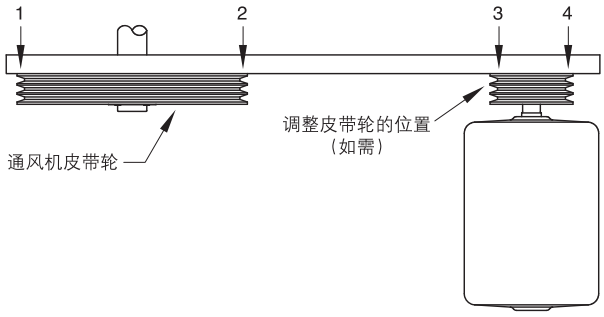

图18 - 皮带轮线形检查
9. 作为最终检查，在皮带轮和皮带轮之间放置直尺，应有四个接触点（见**图18**）。必要时调整电动机皮带轮的位置，直到达到四点接触。